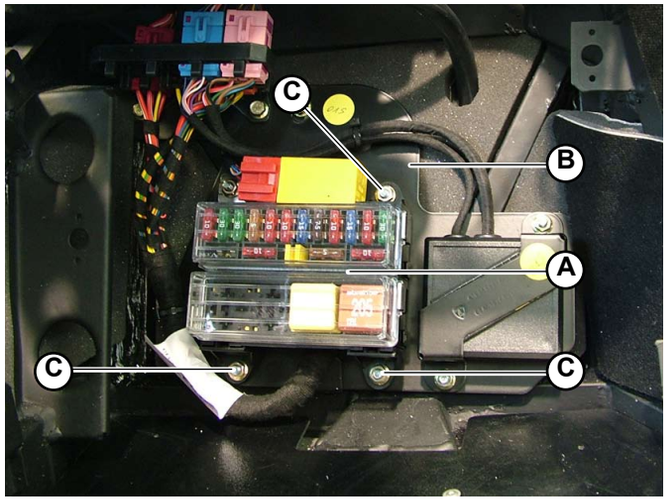

Fig.2
1. Connect fuse box no. 2 (**A-Fig.2**) to the fixing bracket (**B-Fig.2**) by acting on the 3 fixing screws (**C-Fig.2**).